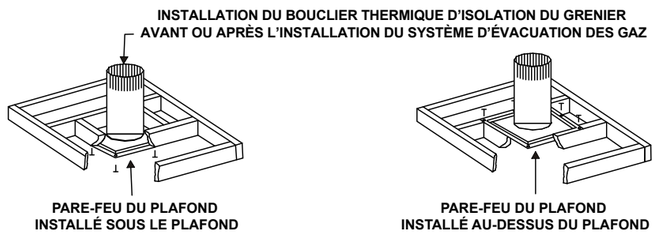

Figure 5.4 Installation du bouclier thermique du grenier
- Le pare-feu du plafond peut être installé sur ou sous les poutres de soutien du plafond, lorsqu'il est installé avec un bouclier thermique d'isolation du grenier. Il doit être sous les poutres de soutien entre les planchers non isolés. Consultez la figure 5.4.